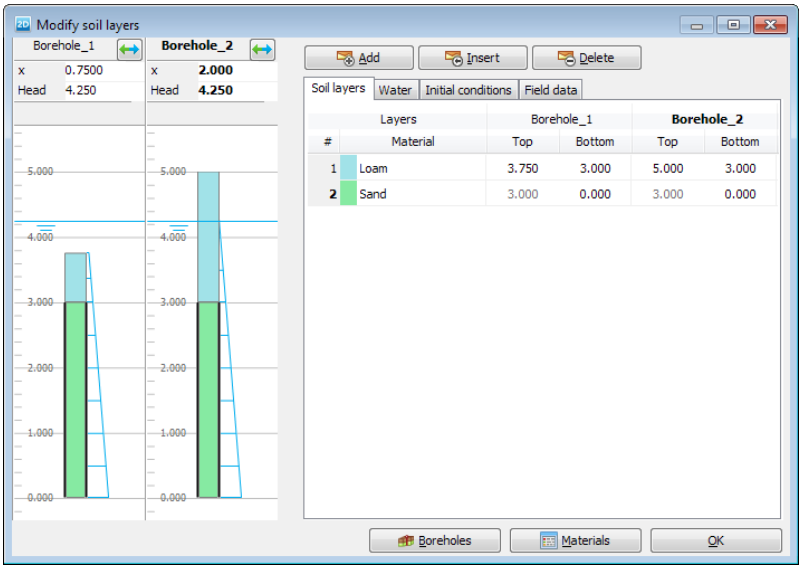

Figure 11.3 Soil stratigraphy in the *Modify soil layers window*
- For both boreholes the *Head* is located at y = 4.25. Figure 11.3 shows the soil stratigraphy defined in the *Modify water levels* window.